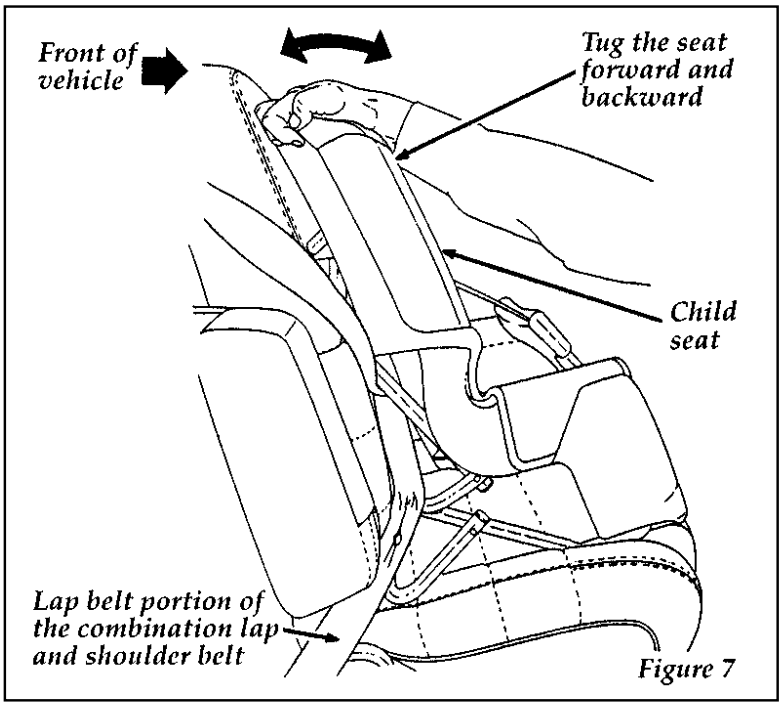

Figure 7
7. Before placing the child in the child seat, forcibly tilt the seat from side to side, and tug it forward to make sure that the seat is securely held in place. See Figure 7.